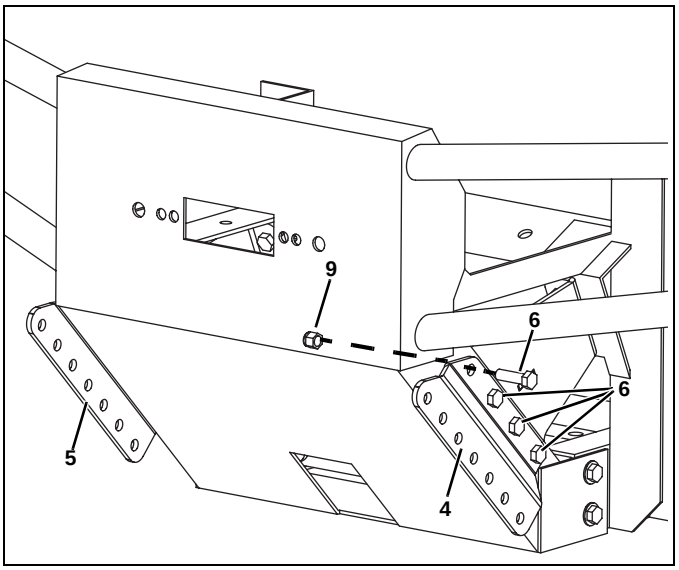

Figure 7
12. Install the Driver Side Mounting Bracket (#4) and Passenger Side Mounting Bracket (#5) on their respective sides with (8) 3/8”-16 x 1-1/4” Cap Screws (#6) and (8) 3/8”-16 Nylock Nuts (#9). Four on each side. (See Figure 7.)